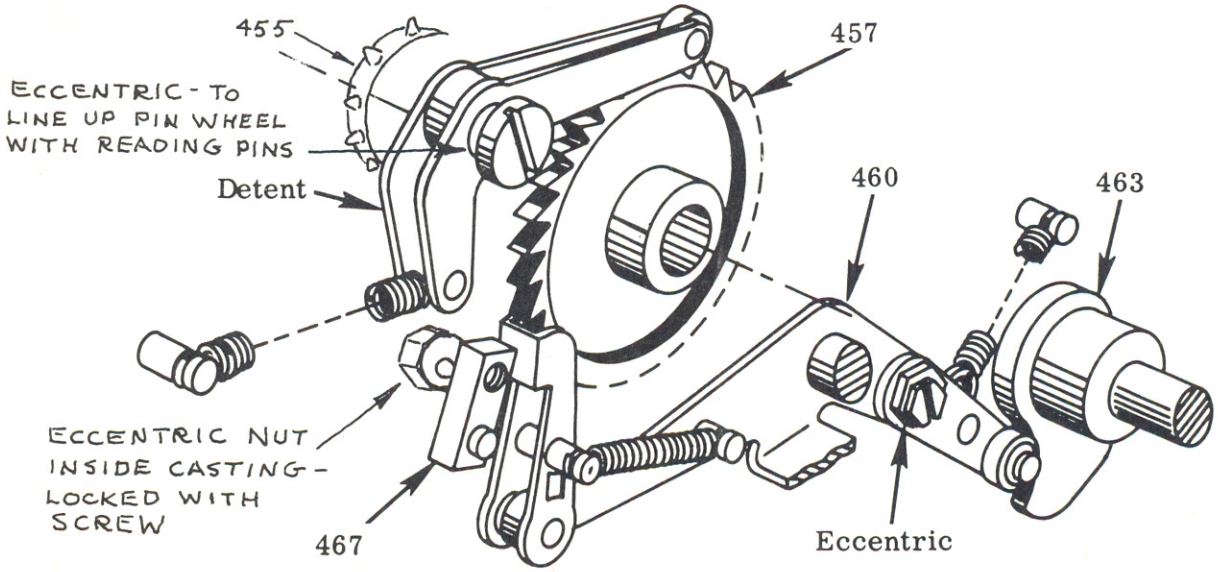

Figure 7 Tape Feed Mechanism
The feeding of the tape takes place after the pins have moved down below the tape level. During each cycle of the reader the tape must be advanced 1/10" (one code position). The codes are read at the beginning of the reader cycle and the tape is fed at the latter part of the cycle. The feeding of the tape is under control of the tape feed cam (463). As the cam roller follows the contour of the tape feed cam, the feed pawl operating arm (460) moves the feed pawl into engagement with a tooth on the ratchet wheel (457). An adjustable feed pawl stop (467) is used to limit the amount of movement of the feed pawl. (See Figure 7)